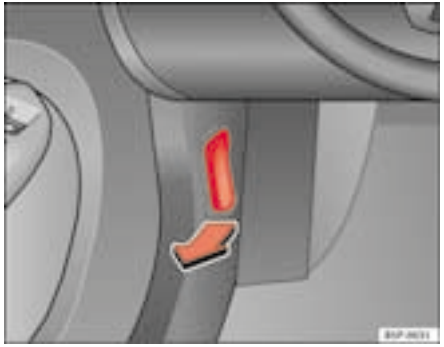

Fig. 155 Details of the driver-side foot well: bonnet release lever
– To release the bonnet, pull the lever under the dashboard ⇒ fig. 155 in the direction indicated (arrow). The bonnet will be released by a spring action ⇒ ⚠.